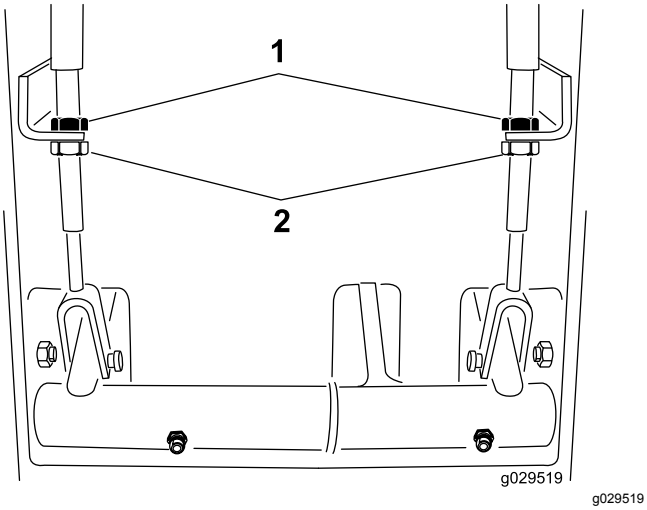

**Figur 71**
2. For at reducere bremsepedalernes frie vandring skal du løsne de forreste kontramøtrikker på bremsekablets gevindende (Figur 71).